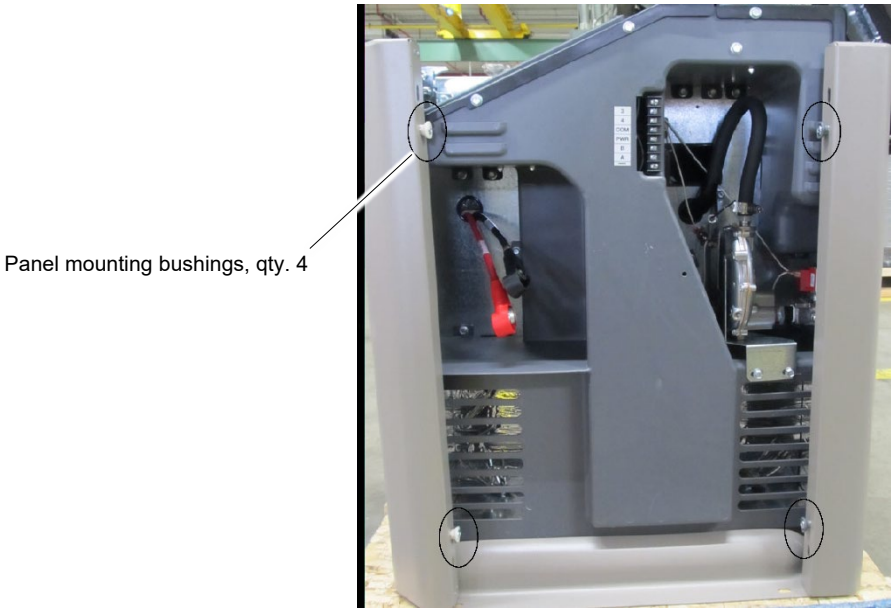

Figure 109 Panel Mounting Bushings (air intake end panel shown)
4. The front (air intake) panel hangs on four 20 mm (0.8 in.) diameter bushings. Pull the air intake panel up and off. See Figure 109.